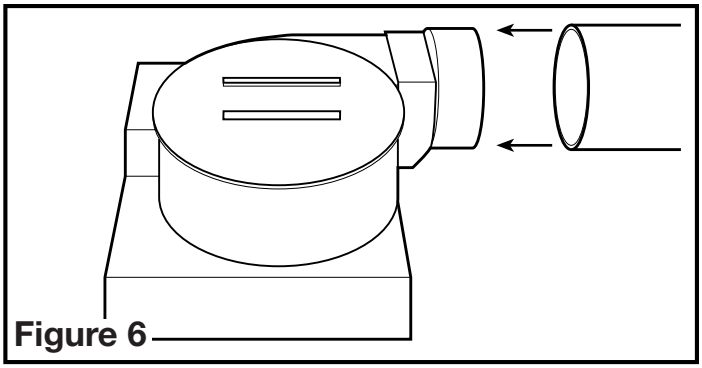

Figure 6
1. Raccorder le conduit au collet de conduit du ventilateur **(Figure 6).** Fixer en place à l'aide de ruban ou de serre-joint. Toujours évacuer le ventilateur vers l'extérieur au travers de chapeau mural ou de toit. Il est recommandé que les raccords d'extrémité basse de restriction sont utilisées.